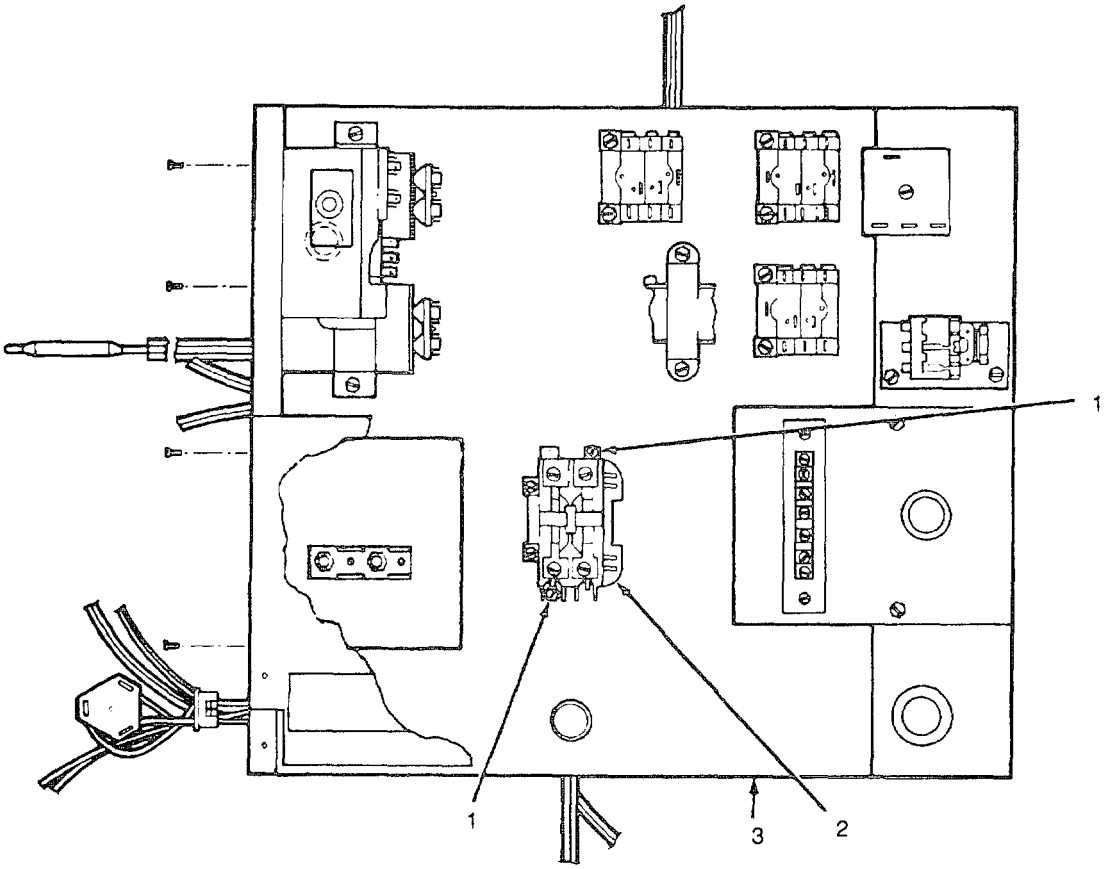

Figure 4-28. Compressor Contactor
(1) Check the two screws (1, Figure 4-28) attaching the compressor contactor (2) to the control box (3). Tighten if required.
(2) Install the control box cover. See para 4-23.
(3) Install both front door assemblies. See para 4-17.
(1) Check the compressor contactor (2, Figure 4-28) with a multimeter. If it shows a short to ground, replace it.
(3) Install both front door assemblies. See para 4-17,
(1) Tag and disconnect all wires to the compressor contactor (2, Figure 4-28).
(2) Remove the two screws (1) from the compressor contactor (2) and pull the compressor contactor out of the control box (3).
(1) Install the compressor contactor (2, Figure 4-28) in the control box (3) with the two screws (1).
(2) Connect the wires as tagged and remove the tags.
(3) Install the control box cover. See para 4-23.
(4) Install both front door assemblies. See para 4-17.
(1) Check the two screws (1, Figure 4-28) attaching the fan relay (2) to the control box (3). Tighten if required.
(1) Install the fan relay (2, Figure 4-28) in the control box (3) with the two screws (1).